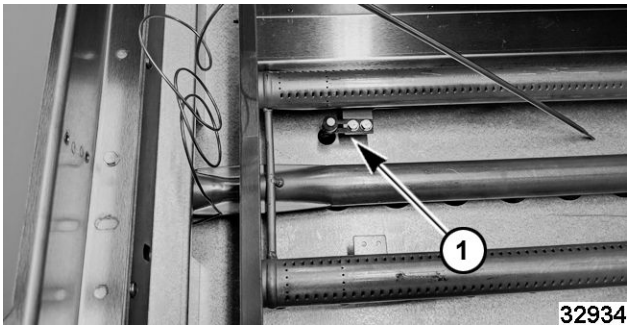

**Fig. 105**
4. Remove pilot (1, Fig. 105) from clip on burner.